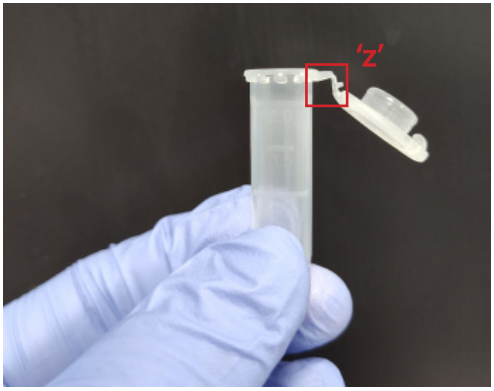

Afbeelding 2
4. Kantel de dop naar beneden en vervolgens naar binnen, zodat het scharnier van de bevestigde dop een 'Z'-vorm vormt voordat u de elutiebuis op de lade laadt (Afbeelding 2).